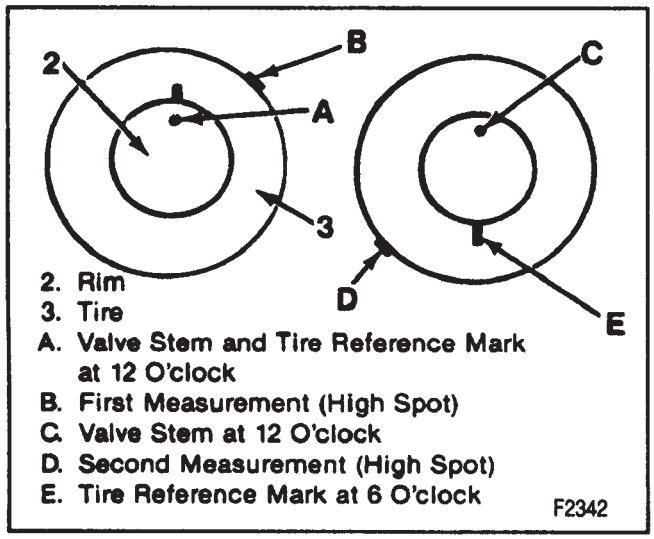

Figure 14—Tire to Wheel Vectoring—Excessive Tire Runout
7. If the clock position of the high spot is 6 hours from the original high spot, the tire is the major contributor to the runout problem (figure 14).